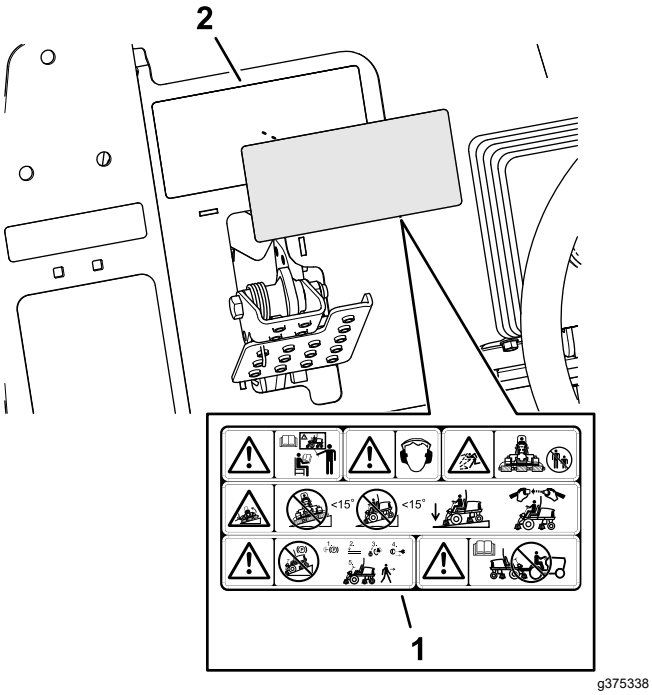

Figuur 39
1. Gebruik schoonmaakalcohol en een schone doek om het oppervlak van waarschuwingssticker 133-2930 schoon te maken, en laat de sticker drogen (Figuur 39).